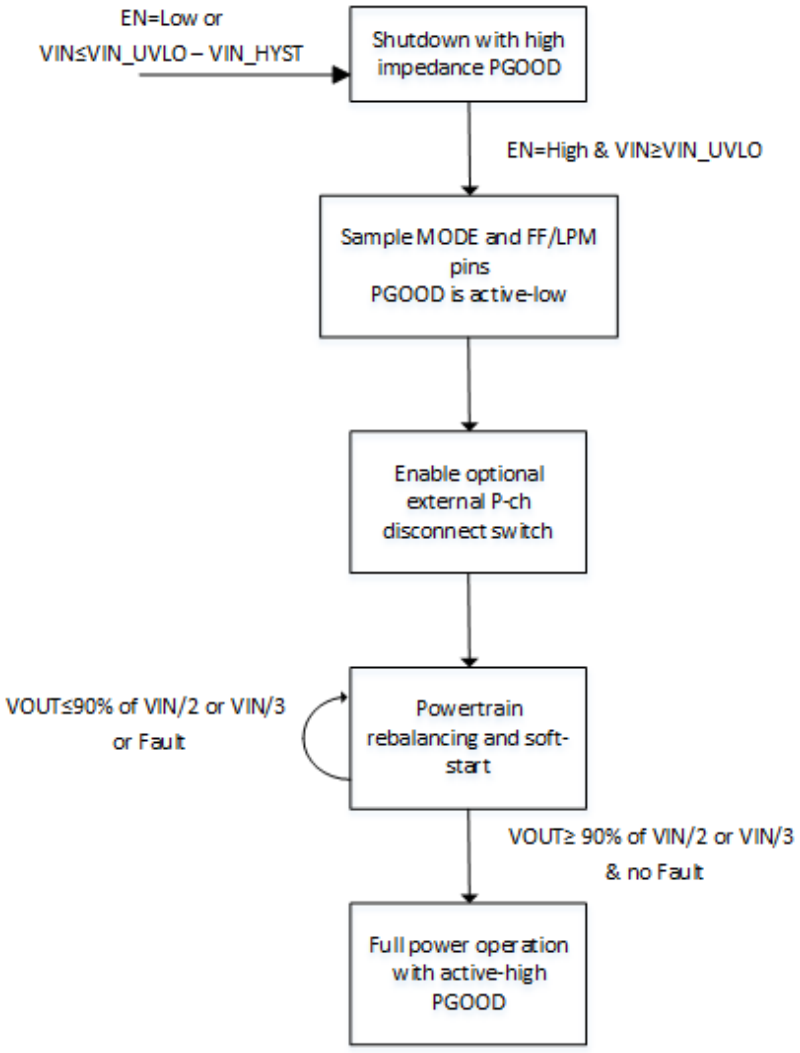

Figure 29. Initialization sequence
- If the EN pin is held HIGH until VIN has reached its operating voltage, the PE25208 follows the initialization sequence shown in Figure 29.